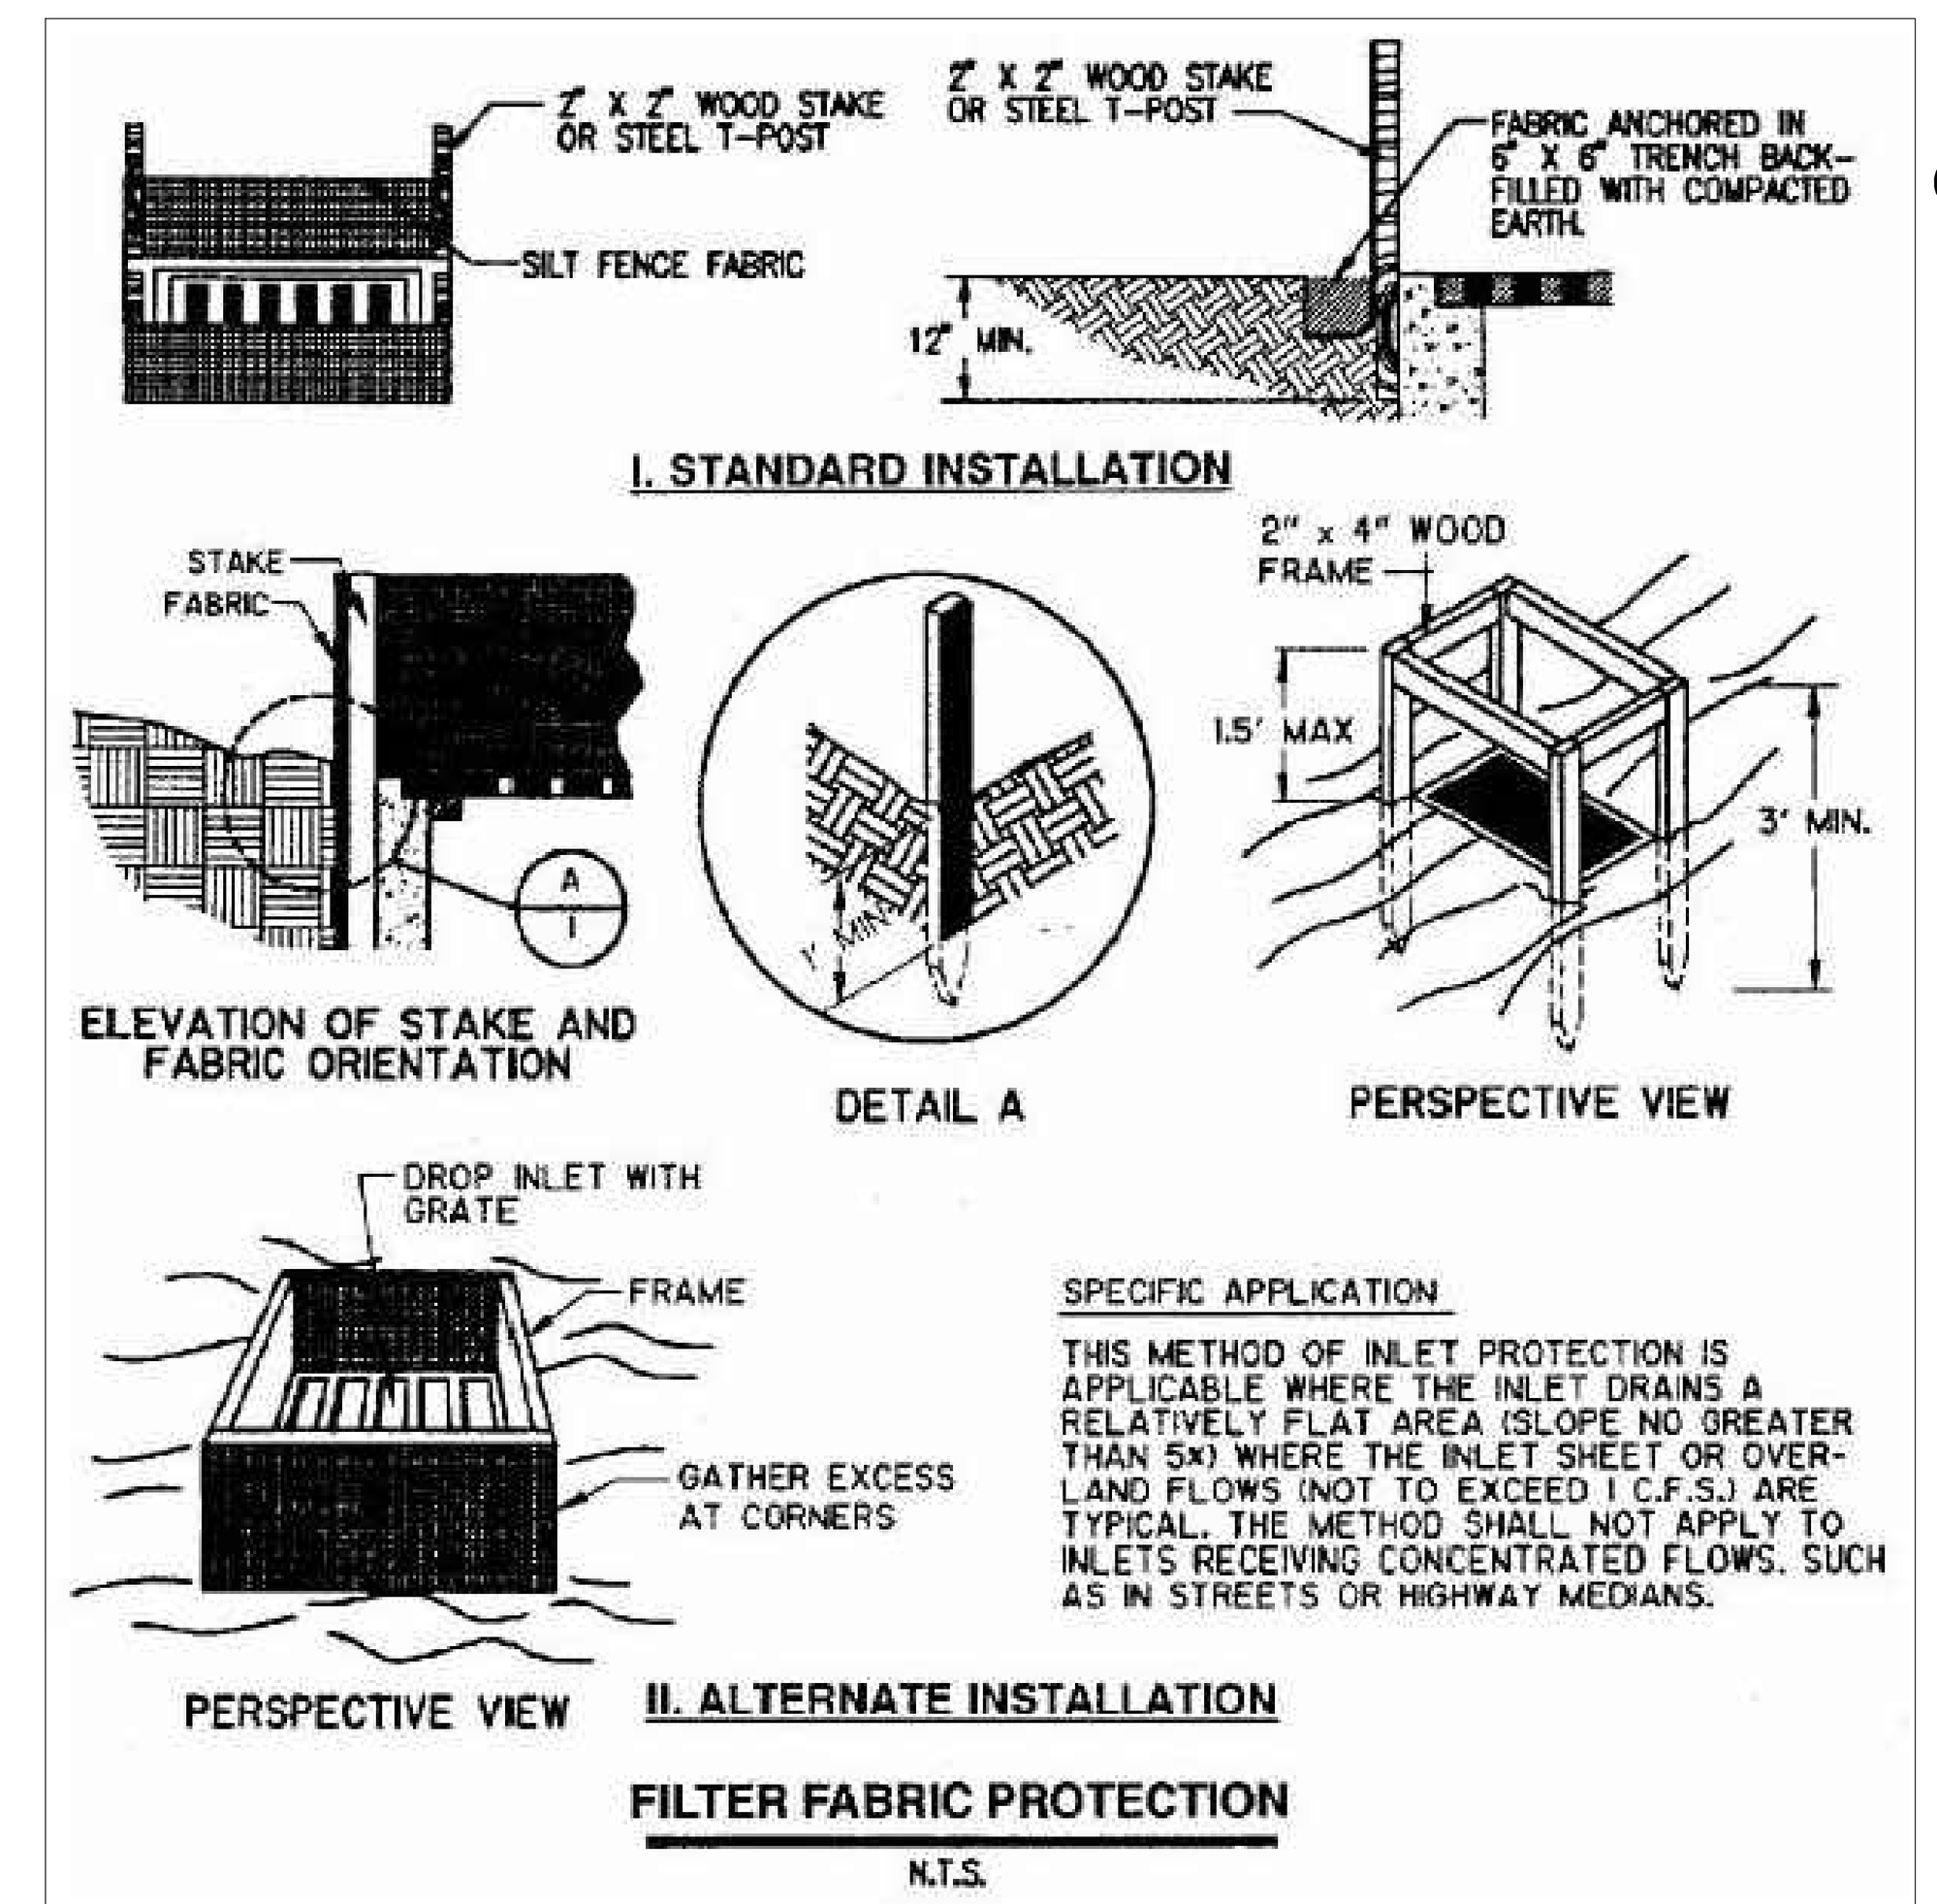

Figure 1-33 Filter Fabric Inlet Protection (NCTCOG, 1993)
3. Space stakes evenly around the perimeter of the inlet a maximum of 3 feet apart, and securely drive them into the ground, approximately 18 inches deep (Figure 1-33).